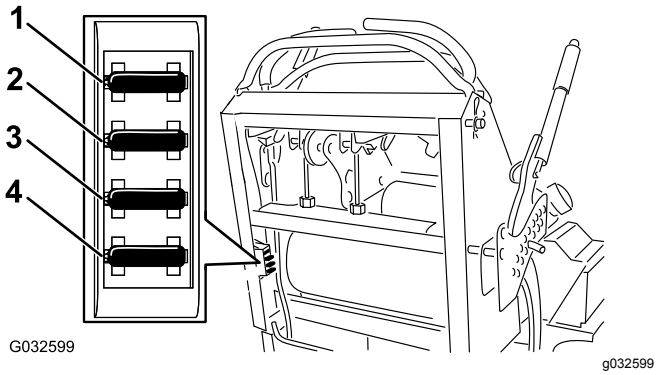

Figuur 54
2. trek de zekering eruit om deze te verwijderen en te vervangen (Figuur 54).